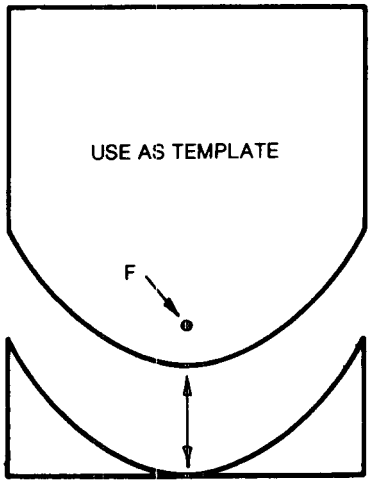
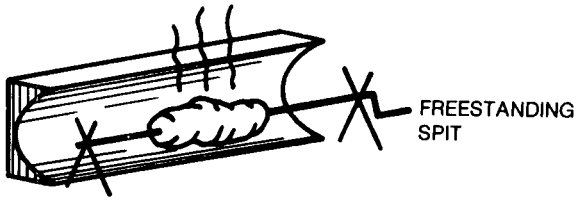

FIGURE 8
FIGURE 9
Cut along the curve with a sharp knife or scissors and separate the two pieces (Figure 8). Use the template with the focal point F marked on it to trace the parabolic curve in the next step below. Note: The remaining pattern piece (without the marked focal point) may be used to create a second trough style stove to be used with a free-standing spit (Figure 9). This type of stove can be used most effectively in southern areas with a more direct sun angle.
4. Drill a hole the diameter of a coat hanger at the focal point F (Figure 8).